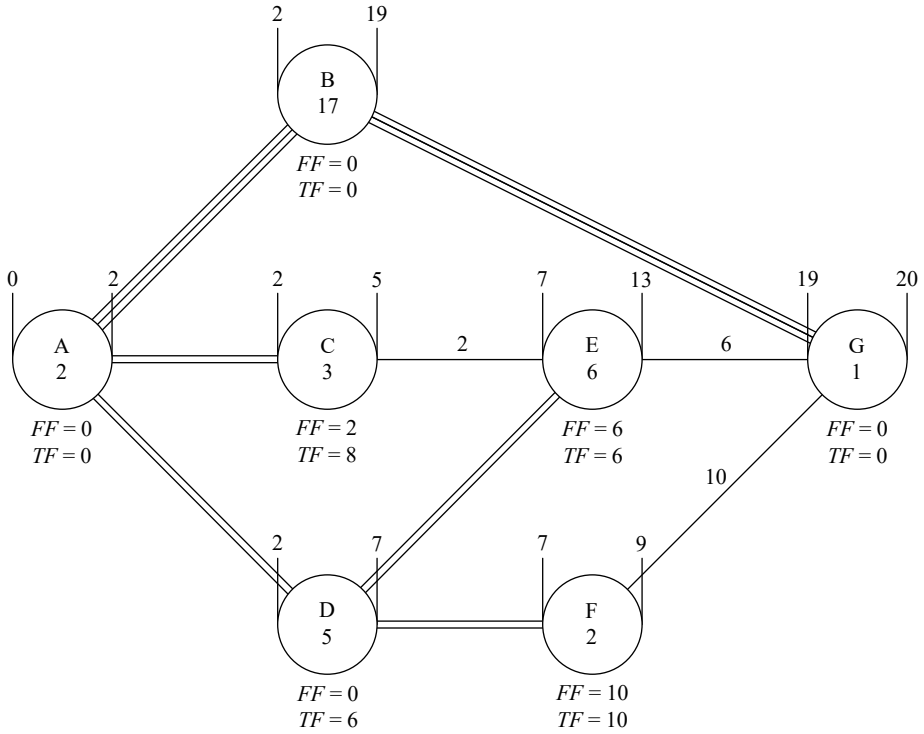

Figure 9.5 Early Start Tree
The sample project used in the CEE536 textbook to describe "Time-Cost S-curves" appears in Fig. 9.5 and is reproduced below. It will be used to construct the BCWS in MS Project.
1. The definition in MS Project of a target schedule (even when activities are associated with costs) starts by entering the activities, their durations and their predecessors. The necessary data are provided by the network in Fig. 9.5.